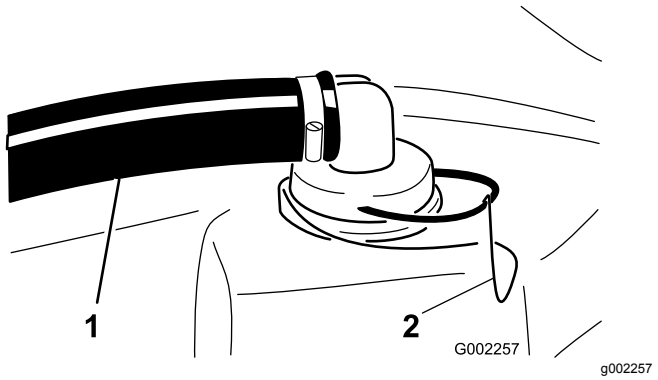

Figura 67
2. Retire el dispositivo de sujeción del dispositivo rojo sujeto a la manguera grande en la parte superior del depósito (Figura 67).
3. Desconecte la manguera del depósito (Figura 67).